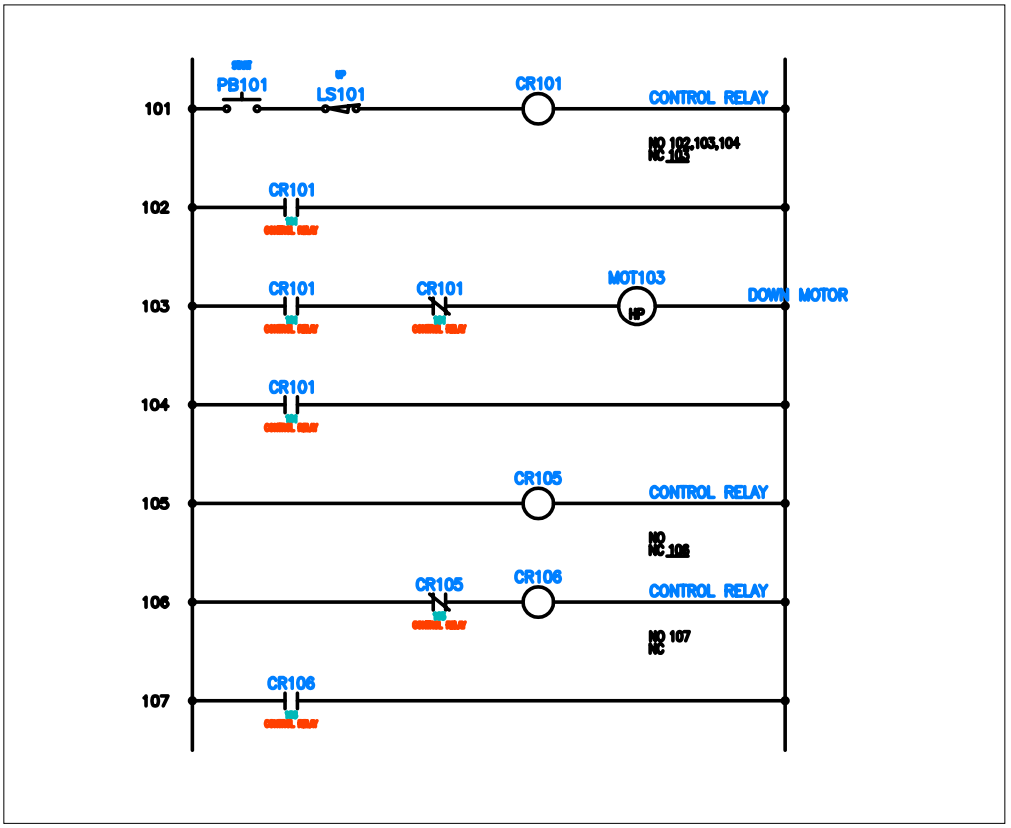

Figure 6-56 *Components inserted in the drawing*
4. After entering description and other information in the **Insert / Edit Component** or **Insert / Edit Child Component** dialog box, choose the **OK** button; the components are inserted in the drawing, as shown in Figure 6-56.